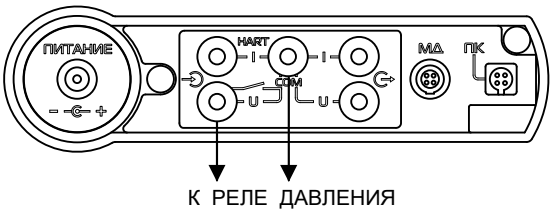

Рисунок 6 – Подключение реле давления к калибратору
2.7.2 Для работы калибратора в режиме «ПРОВЕРКА РЕЛЕ» подключить реле давления к калибратору (см. приложение В). Электрический соединительный кабель реле давления подключить к соответствующим разъемам калибратора (см. рисунок 6).